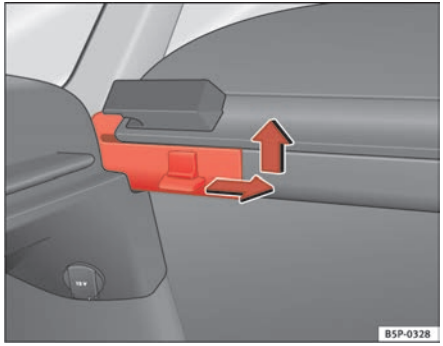

Fig. 124 Removing the luggage compartment cover
– Press the side pin in the direction of the arrow, lift the cover and remove it ⇒ fig. 124.